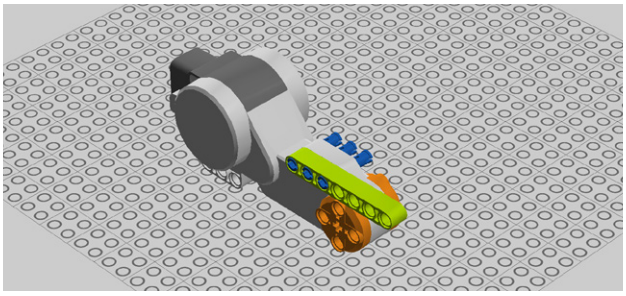

Figure 4-19. *Step 14: Connecting the beam*
14. Connect a 7M Technic beam (see Figure 4-19).